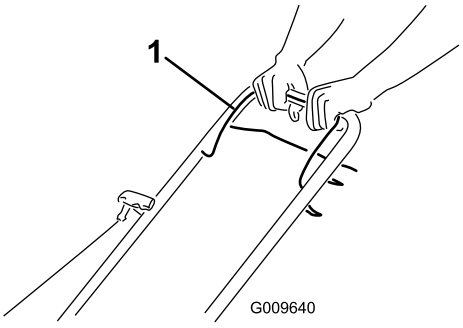

Figure 11
2. Maintenez la barre de commande de la lame (Figure 11) contre le guidon.